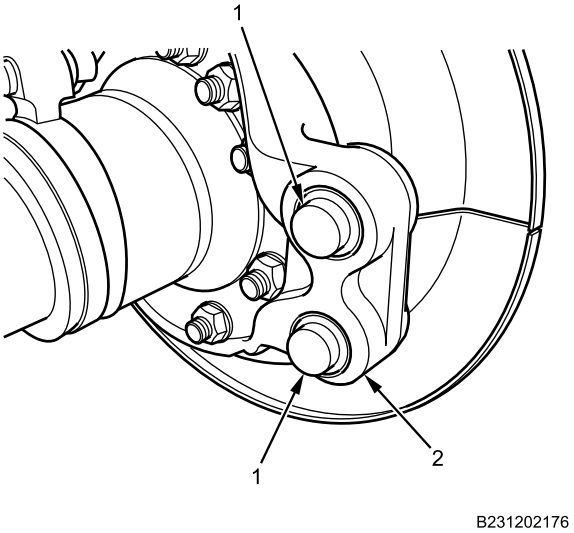

Figure 4. Anchor Pin.
2. Install two anchor pins (Figure 4, Item 1) into brake spider (Figure 4, Item 2).